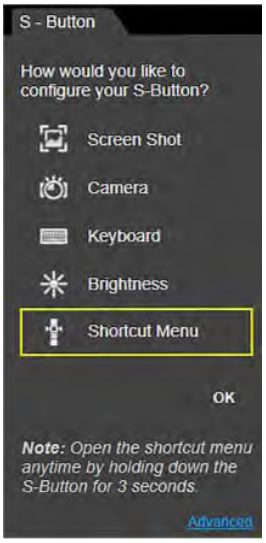

Figure 3-2 *Shortcut (S) button configuration menu*
1. Press and release the **Shortcut (S)** button.
3. Choose the function you would like the Shortcut button to perform when pressed (Figure 3-2). The current/active setting is indicated by a yellow highlight box.